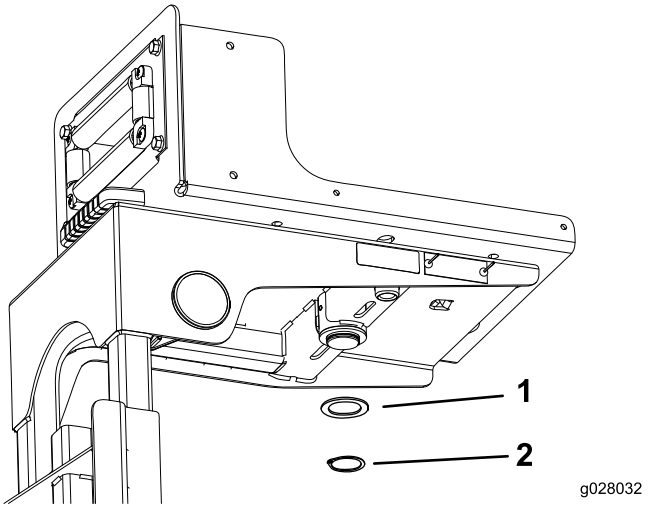

Figur 9
2. Fäst tryckbrickan och låsringen vid lekarplattans stolpe, på undersidan av slangvindans ram (Figur 9).